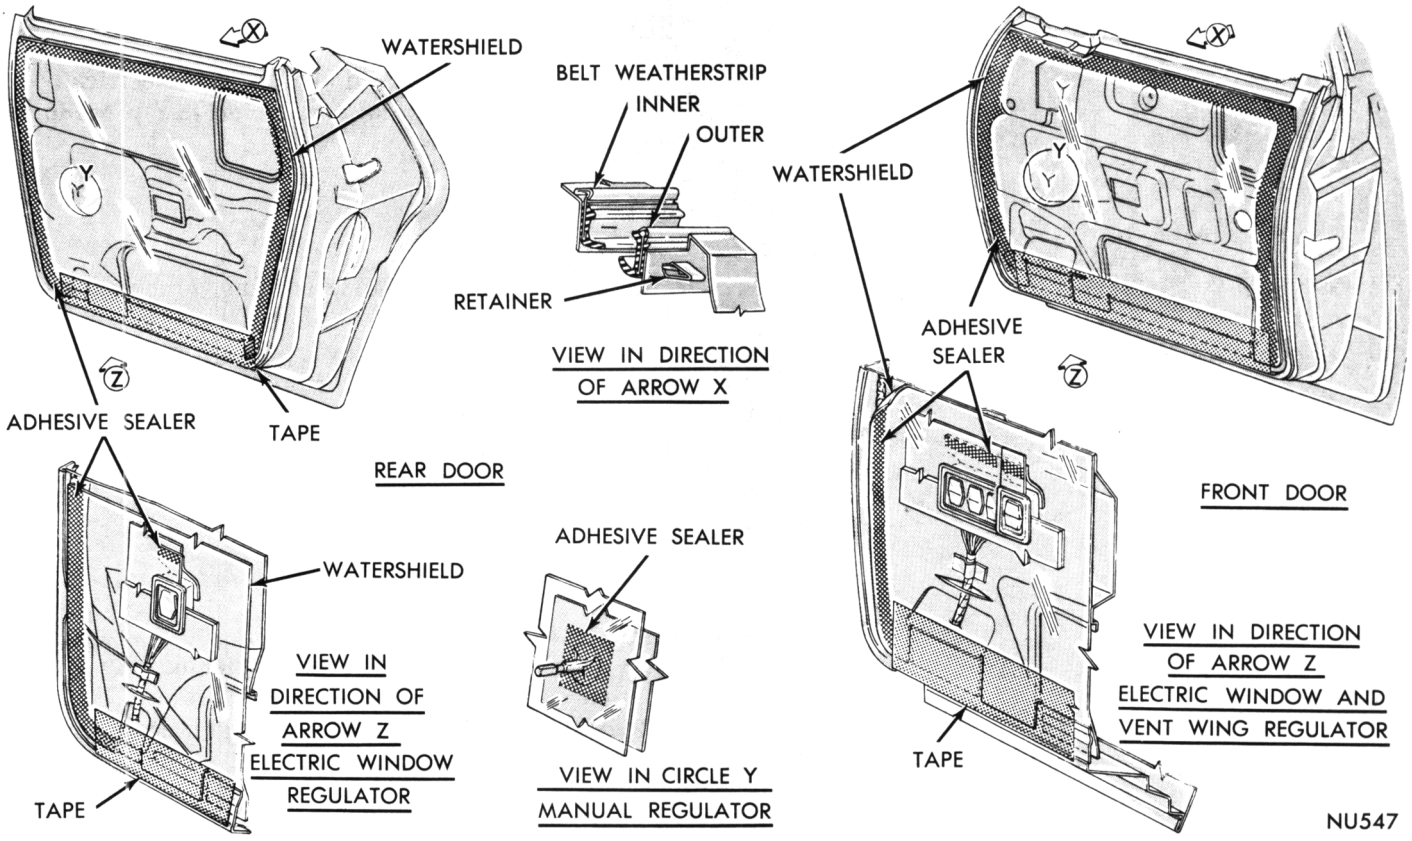

Fig. 16—Door Watershields
(1) Remove inside handles and arm rests.
(2) Remove screws attaching trim panel to door inner panel.
(3) Insert a wide blade screw driver next to the retaining clips between trim panel and door frame. Snap retaining clips out of door panel and remove panel.
(4) Before installing trim panel, inspect condition of watershield (Fig. 16).
(5) Align trim panel retaining clips with holes of door frame and bump into place with heel of hand.
(6) Install trim panel to door screws, escutcheon washer, handles and arm rest.
Refer to Figure 16 for sealing areas and applications of watershields. The lower edge of shield must be inserted into the slots in bottom of inner panels.